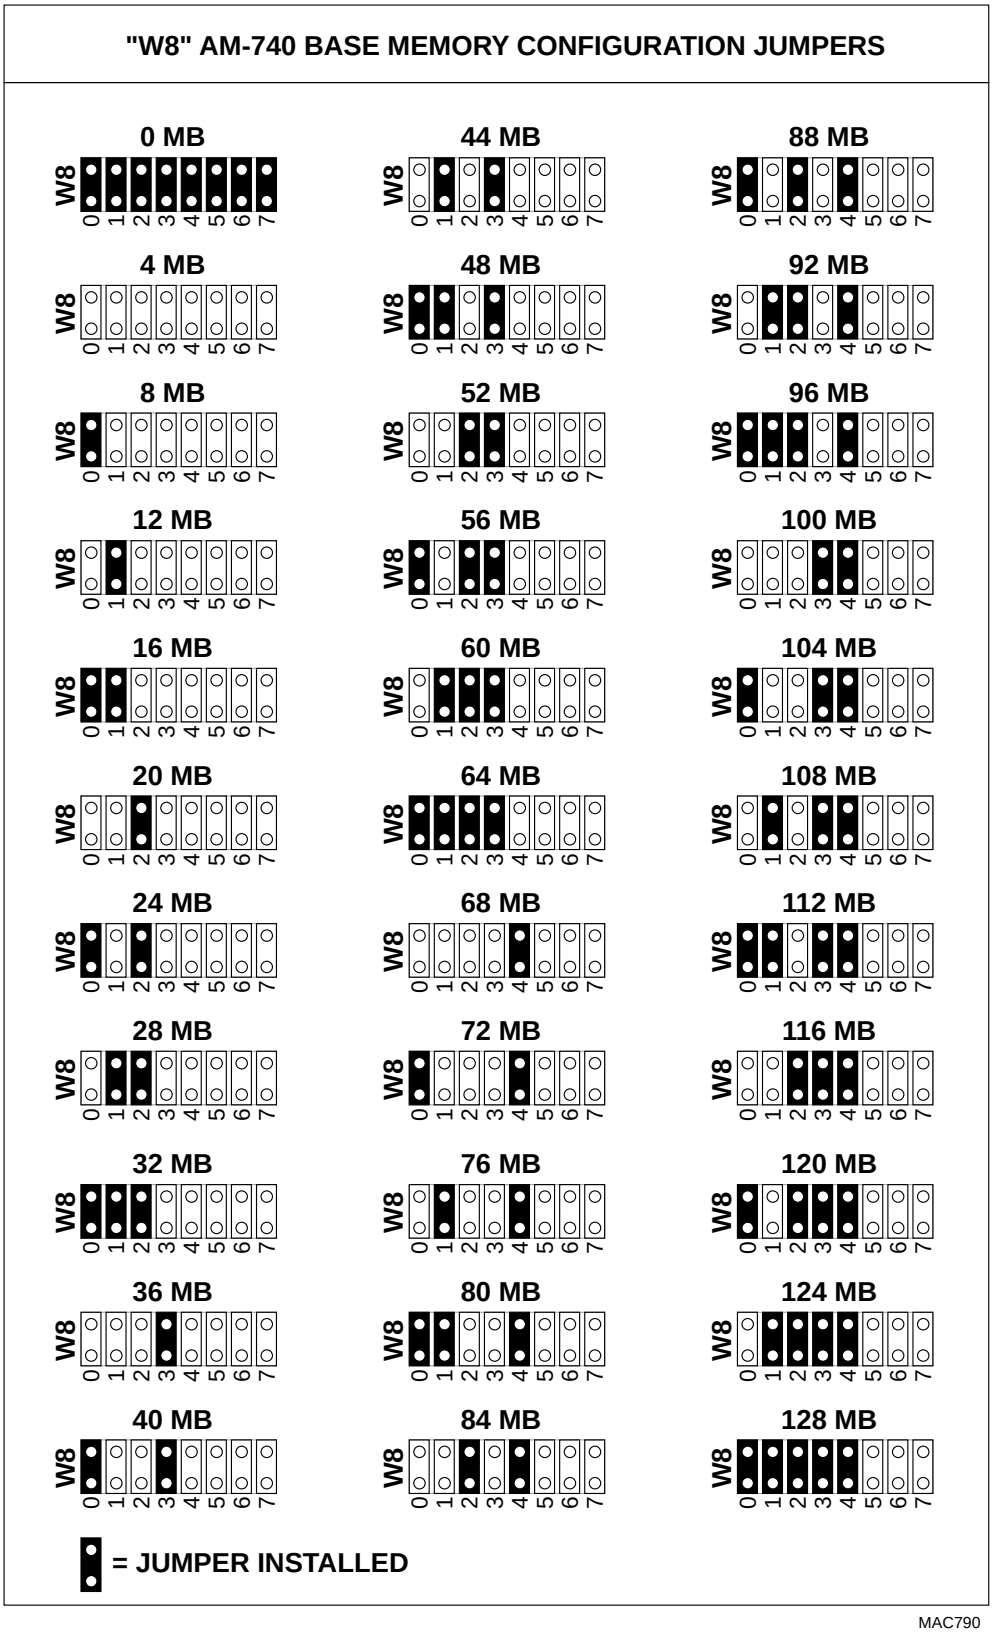

Figure 3. AM-740 Base Address Memory Jumper Configurations
- Base board address is user selectable in 4MB memory address increments (see Figure 3.)
2. **Board Address Range**. Memory addresses on the AM-740 can start at any 4MB address boundary, allowing sequential addressing up to 1 gigabyte. Figure 3 shows how the W8 jumpers are used to configure the AM-740 board's starting address. The AM-740 board is configured the same for all CPU board types, with one exception; when used with the AM-175 board, the AM-740 board's W8 jumpers at positions 5, 6, and 7 **will always be installed. For all other CPU boards, W8 jumpers at positions 5, 6, and 7 will always be removed**.